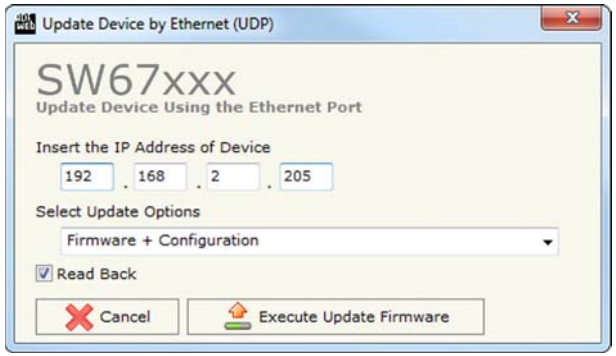

Abb. 13: Geräteupdate HD67053-B2
- Wählen Sie aus, welche Operationen Sie durchführen wollen. (Abb. 13)